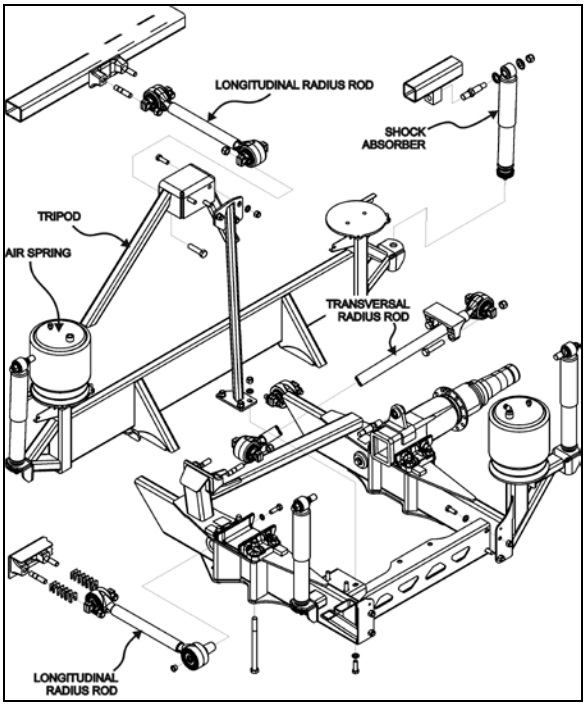

FIGURE 37: DRIVE AXLE, DETAILS OF REAR SUSPENSION 16106
1. Remove nuts and washers from shock absorbers on upper mounting pin and lower mounting bracket, taking care to identify the inner and outer washers to ease reinstallation. Refer to Figure 37 for details.